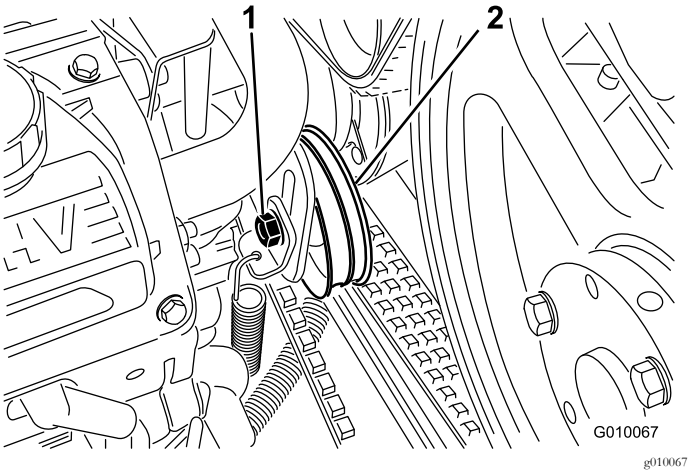

Figur 57
4. Løsn bolten i pumperemmens styreremskive præcis så meget, at bevægelse er muligt indenfor justeringsrillen (Figur 57).